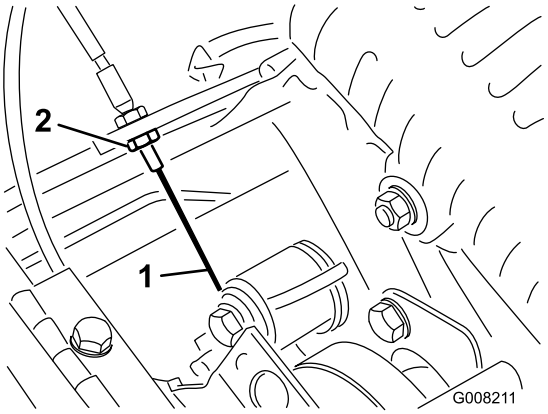

**Figuur 43**
3. Om de kabel strakker te zetten, moet u de voorste contramoer op de kabel losdraaien en de achterste contramoer aandraaien (Figuur 43) totdat een kracht van 3 tot 4 kg nodig is om de rem in werking te stellen. Meet de kracht bij de bedieningsknop.